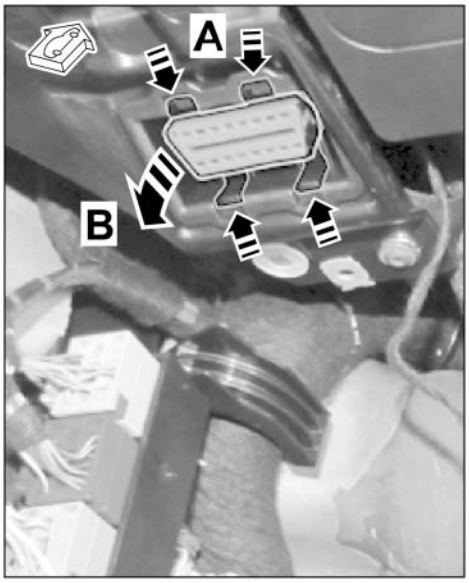

Figure 6
1.7 Remove diagnostic socket (under dashboard ⇒ *Figure 6*).
1.7.1 Press locking lugs (4 x) on diagnostic socket at the same time (⇒ *Figure 6* **-A-**).
1.7.2 Pull diagnostic socket forward out of the dashboard retaining frame and remove it (⇒ *Figure 6* **-B-**).